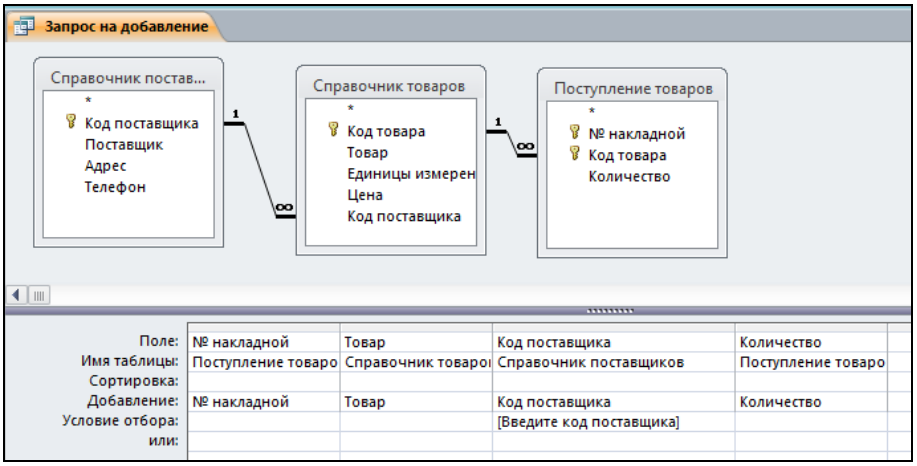

Рис. 4.30. Запрос на добавление в режиме *Конструктора*
5. В строке *Условие отбора* записывается ограничение на значения поля *Код поставщика* (рис. 4.30).